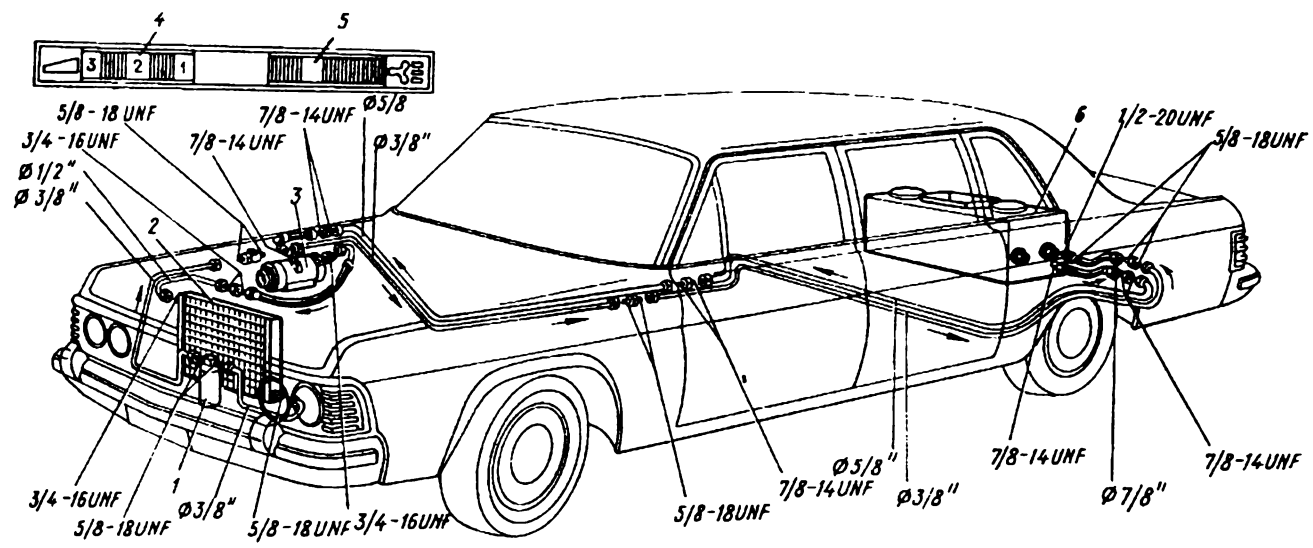

Рис. 212. Схема системы кондиционирования воздуха:
Устройство и действие системы кондиционирования воздуха. Компрессор *3* (рис. 212), приводимый в действие ременной передачей от шкива коленчатого вала двигателя, сжимает пары фреона до 14—18 кгс/см² (при этом температура фреона поднимается до 80—120°С) и нагнетает их в конденсатор *2*. В конденсаторе тепло паров фреона передается в окружающий воздух, причем температура хладагента снижается до 50—60°С, и фреон превращается в жидкость. Далее фреон поступает в ресивер *1*, где фильтруется и осушается.
6. Поверните диск *4* (см. рис. 212) регулятора хладопроизводительности на среднее деление (при этом включится компрессор).